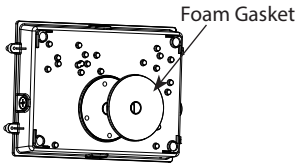

Fig: 3
3. Apply **Foam Gasket** *(provided)* to external surface of the **Housing Back Plate** by removing yellow plastic film and adhering to **Housing Back Plate** as shown in **Fig. 3**.